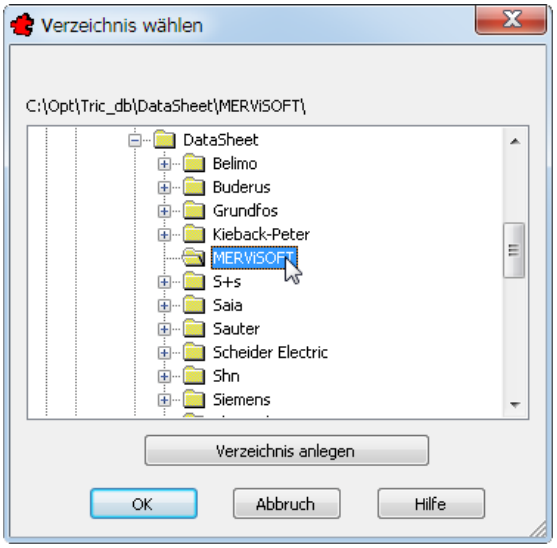

Bild 36.37 – Zielverzeichnis für die Wiederherstellung eines Produktarchivs
- Nachdem Sie bestätigt haben, erscheint der Speicherdialog, in dem Sie das Zielverzeichnis angeben oder erstellen (Abb. 36.37).